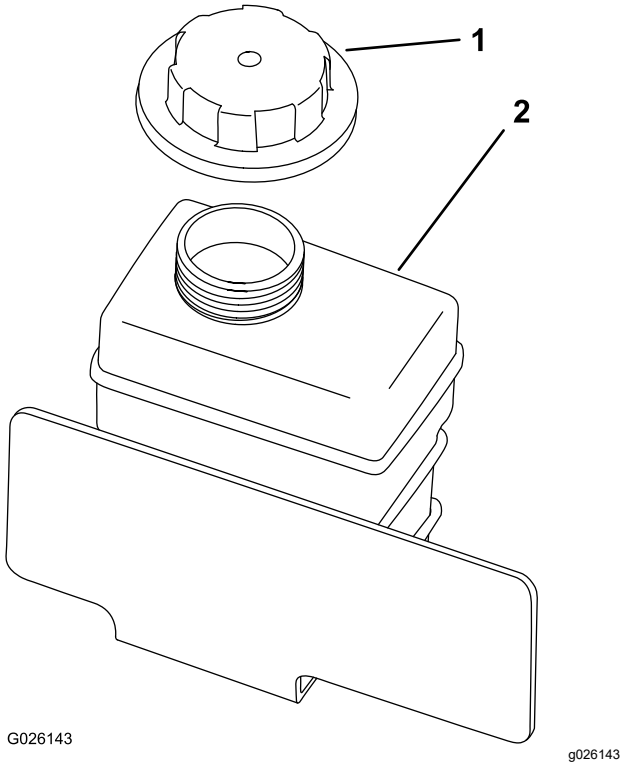

**Figuur 62**
4. Verwijder de dop van de reservetank (Figuur 62).